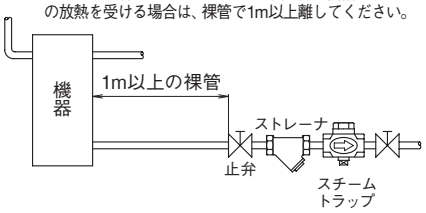

図3. 配管途中取付例略図
6. トラップを主管の途中に取り付ける場合は、主管と同径のセパレータを設けてください。(図3参照)また、セパレータにはゴミなどをブローするための、止弁を取り付けてください。